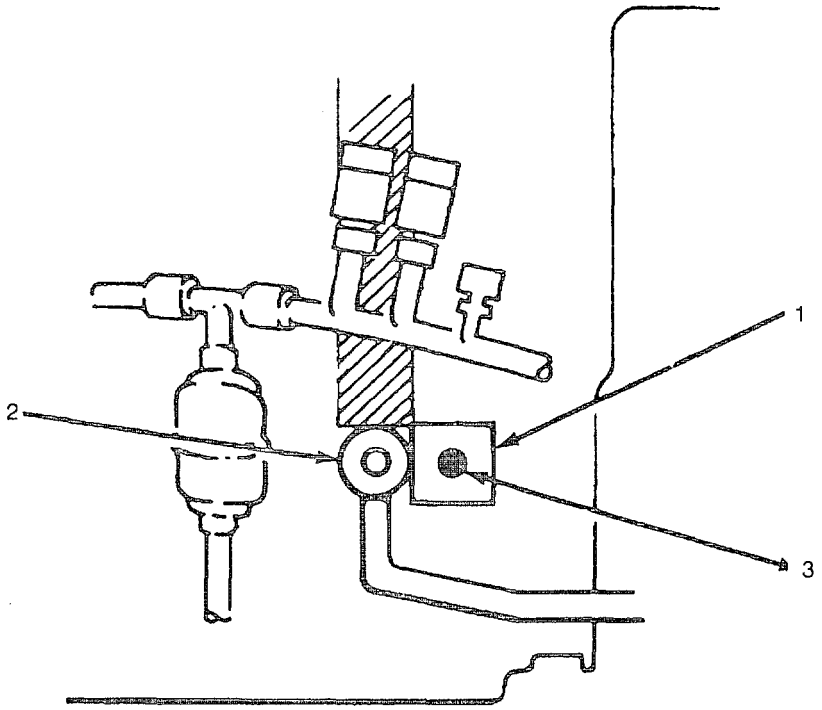

Figure 4-31. Reversing Valve Solenoid
(1) Check reversing valve solenoid (1, Figure 4-31) for loose or missing wires or hardware.
(2) Install both front door assemblies. See para 4-17.
(1) Connect power with the panels removed.
(2) Switch the thermostat from COOL to HEAT, wait one minute, and switch back to COOL. The solenoid (1, Figure 4-31) should position the reversing valve (2) from cool to heat and back to cool. If not, replace the solenoid.
(3) Install both front door assemblies. See para 4-17.
(1) Tag and removing all wiring on the reversing valve solenoid (1, Figure 4-31).
(2) Remove the two screws (3) and pull the reversing valve solenoid out of the air conditioner.
(1) Place the reversing valve solenoid (1, Figure 4-31) on the reversing valve (2) In the air conditioner. Secure the reversing valve solenoid to the reversing valve with two screws (3).
(2) Connect the wires as tagged and remove the tags.
(3) Install both front door assemblies See para 4-17.